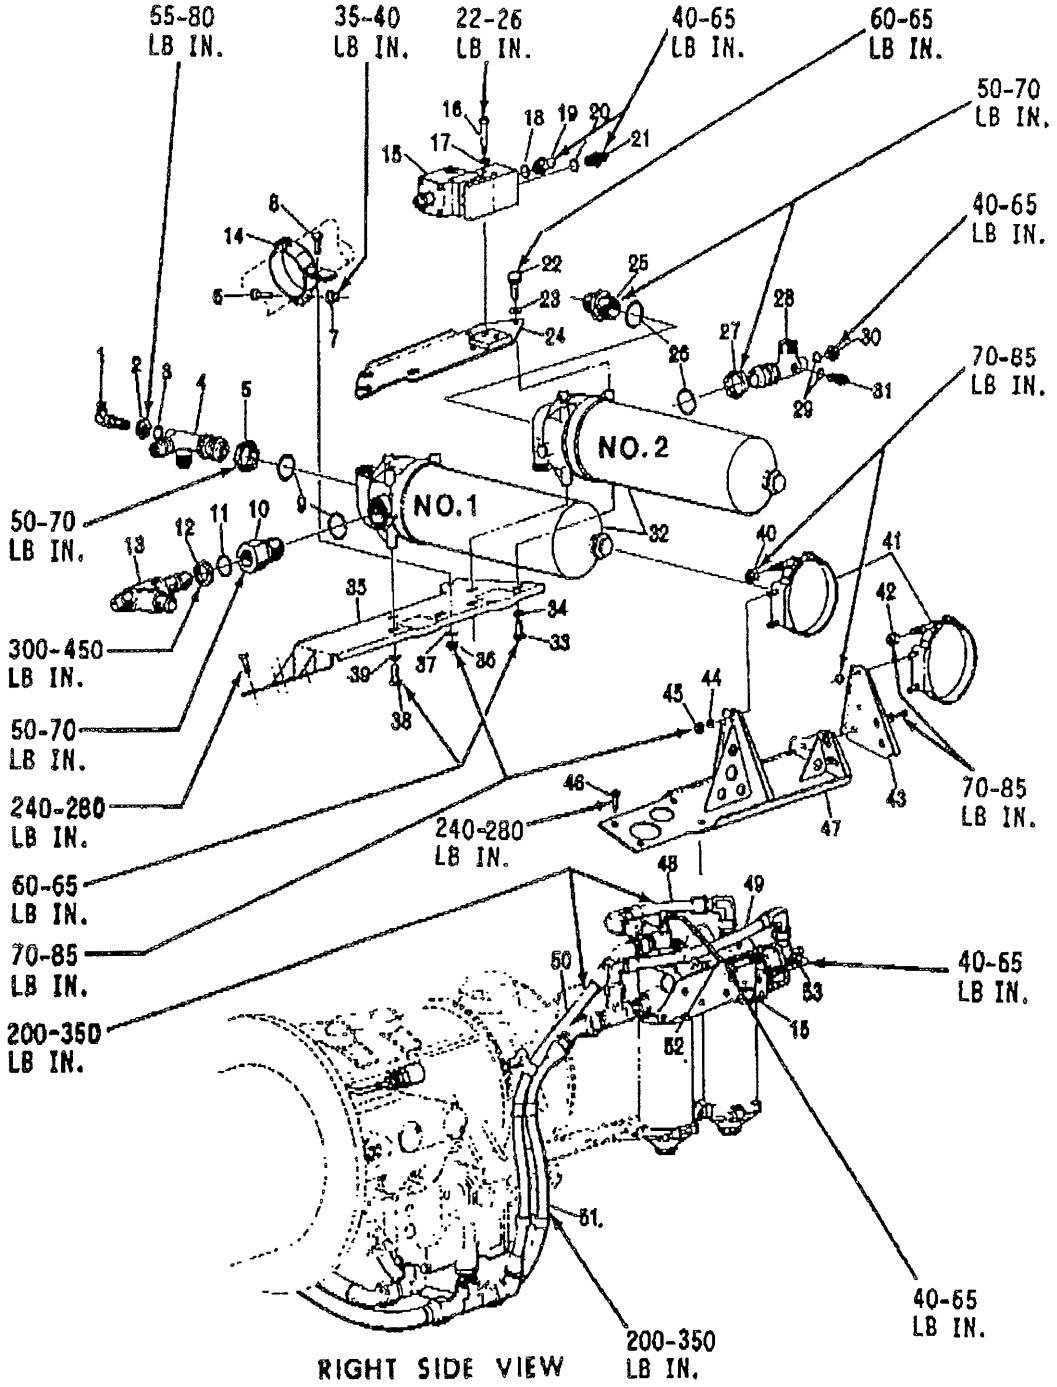

Figure 1. Low Pressure Fuel Filters Details (Sheet 1 of 2)
c. Loosen clamp (41, figure 1) on filter case.